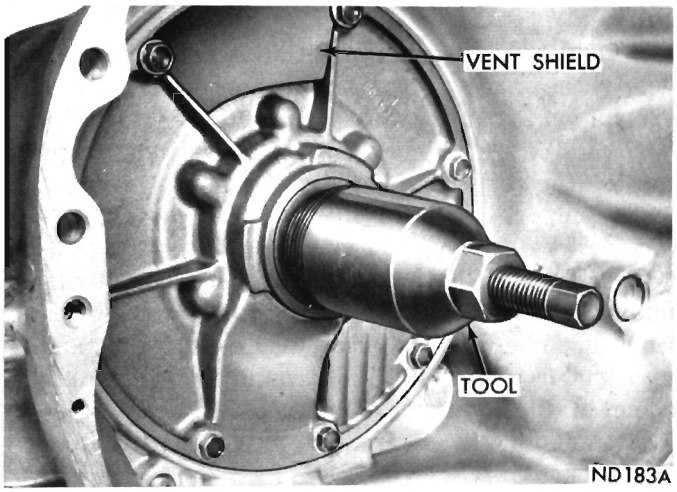

Fig. 41—Removing Pump Oil Seal
The pump oil seal can be replaced without removing pump and reaction shaft support assembly from the transmission case. **The vent shield shown in (Figs. 41 and 42) is not used or required on the A-904 pumps.**
(1) **A-904:** Screw seal remover Tool C-3758 into seal (Fig. 41), then tighten screw portion of tool to withdraw the seal.